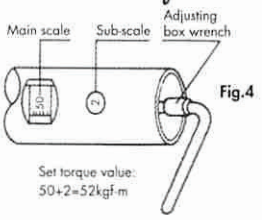

Fig.4
- Without the extension bar (See Fig.4), insert the hexagonal side of the adjusting box wrench into the body.
(3) Turn the adjusting box wrench to set the torque value. (the main scale plus the sub-scale)